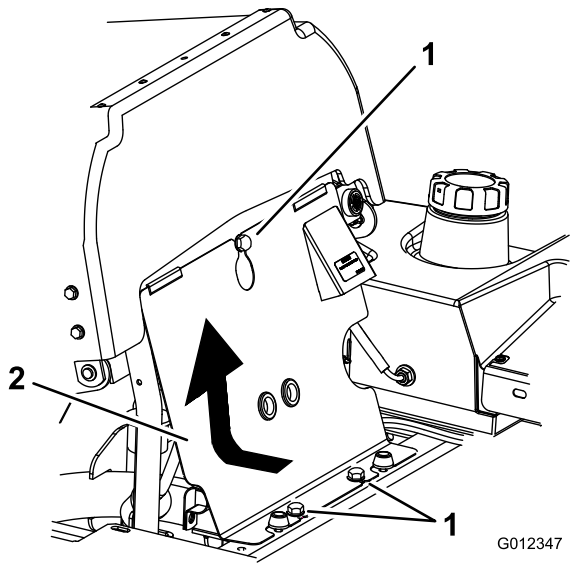

Figur 66
3. Vip sædet frem, løsn boltene, og fjern motorens frontpanel (Figur 66).